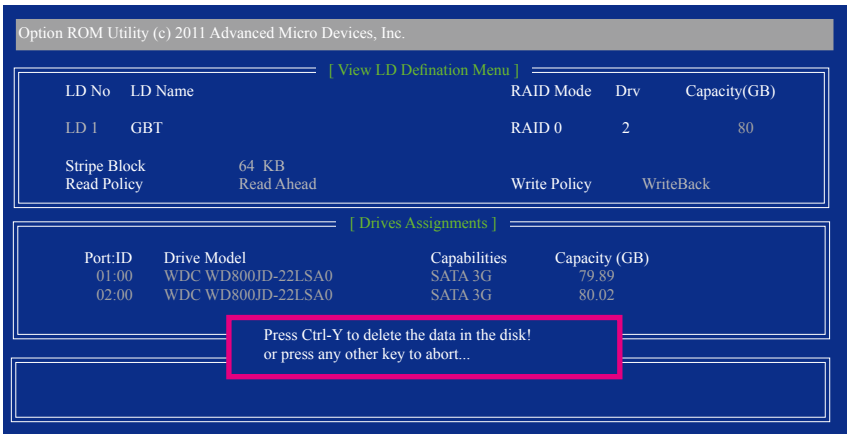

图10
2. 之后您将进入如图10的「View LD Defination Menu」窗口。在此窗口里您可以看到包含在此磁盘阵列的磁盘成员。若您确定要删除该磁盘，请按<Ctrl>+<Y>键或按任意键取消。